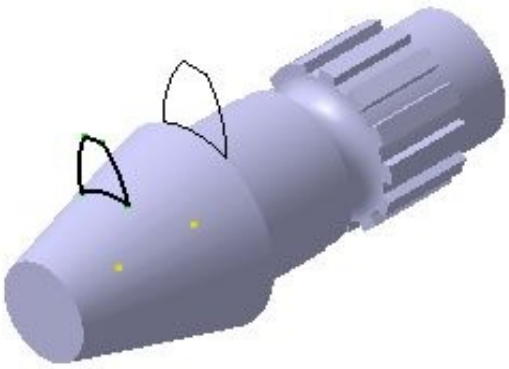

Figure 9-73 *Second section for the multi-section solid feature*
d. Draw the sketch of the second section of the gear tooth on a plane that is at an offset distance from the right most planar face of the base feature. This sketch is the 75% scaled sketch of the first section and is rotated at an angle of 15°, refer to Figure 9-73.
16. Next, set **15** in the **Value** spinner of the **Rotation Definition** dialog box and then press the ENTER key; the profile thus created is rotated by 15 degree. Figure 9-73 shows the second section after scaling and rotating its profile.